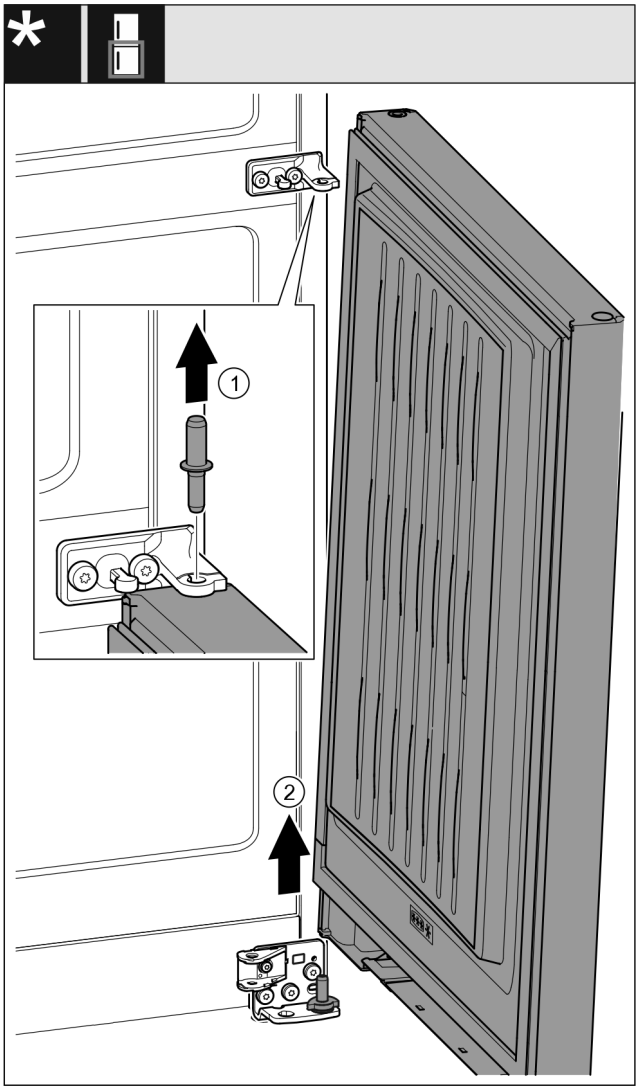

Fig. 32 Cu amortizor de închidere*
▶ Extrageți în sus bolțul *Fig. 32 (1)*.*
▶ Pivotați ușa *Fig. 32 (2)* în exterior, trageți în sus și așezați-o în lateral.*